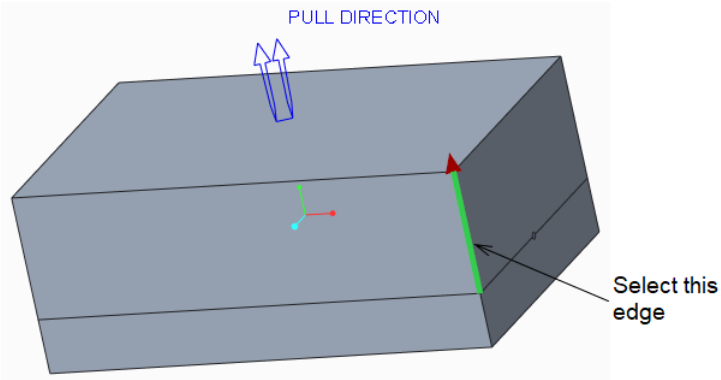
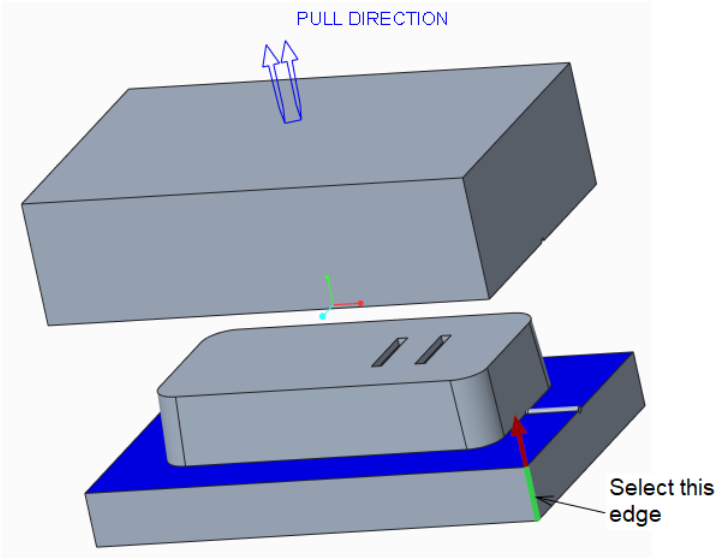
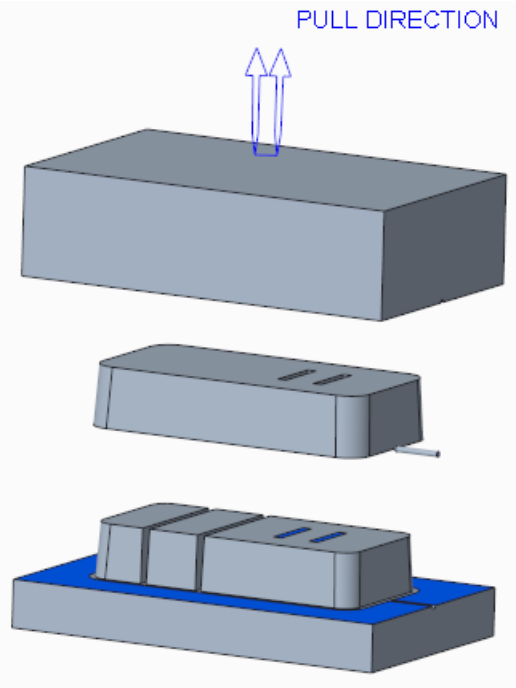

Figure 16-23 *Edge to be selected*
Figure 16-24 *Edge to be selected*
Figure 16-25 *Exploded view of mold assembly*
3. Select an edge, as shown in Figure 16-23; you are prompted to enter the movement displacement. Enter **250** and press ENTER. Next, choose the **Done** option from the **Menu Manager**; the **Cavity_1** moves upward, refer to Figure 16-24.
5. Select an edge, as shown in Figure 16-24; you are prompted to enter the value of movement displacement. Enter **-250** and press ENTER. Next, choose the **Done** option from the **Menu Manager**; the mold assembly gets exploded, as shown in Figure 16-25.